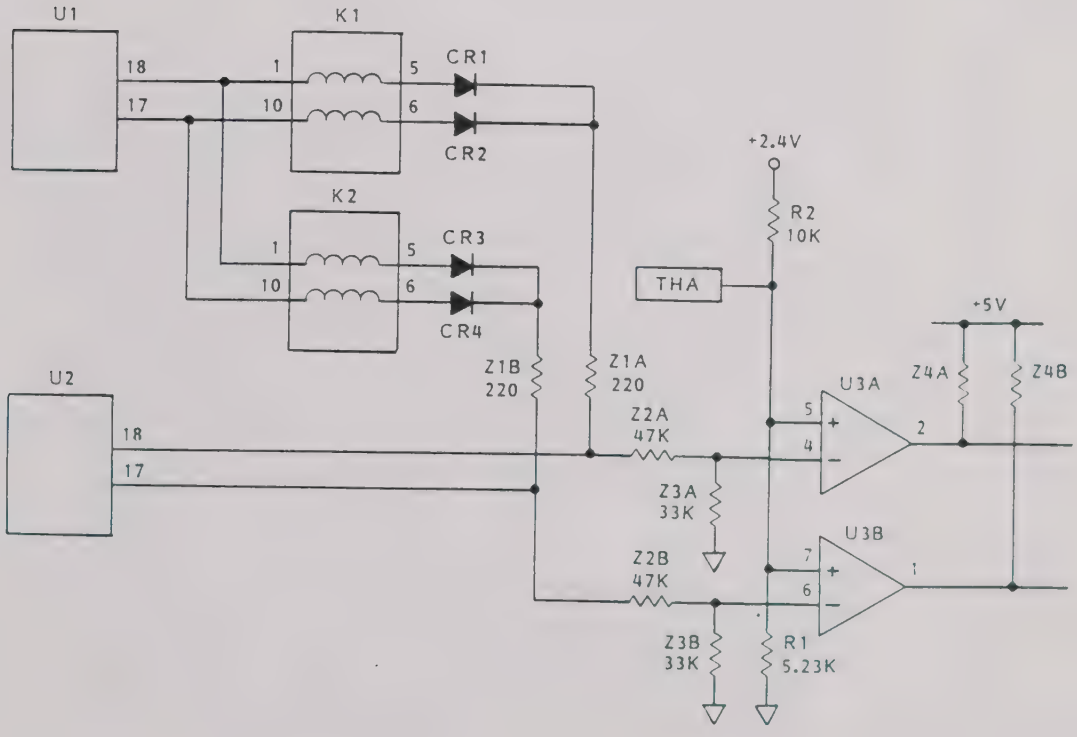

Figure 4-1, Relay Drive Circuitry
4.1.1 The quantity of drivers is reduced, and the MTBF improved by arranging the relay coils into matrices. As shown in Figure 4-1, one end of each relay is connected to a source driver, and the other end is connected to a sink driver. The relay is not actuated unless the relay coil's source and sink drivers are both turned on.